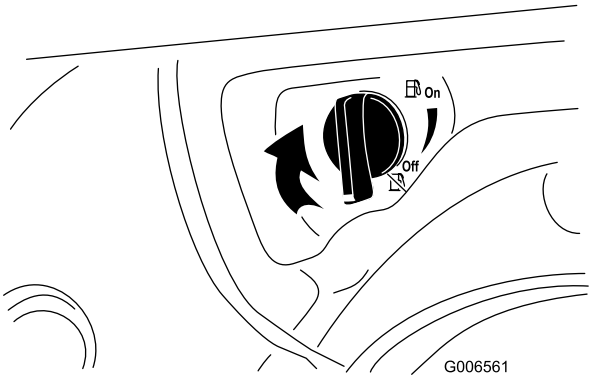

Figur 25
4. Luk brændstofafbryderventilen ved at dreje den med uret (Figur 25).